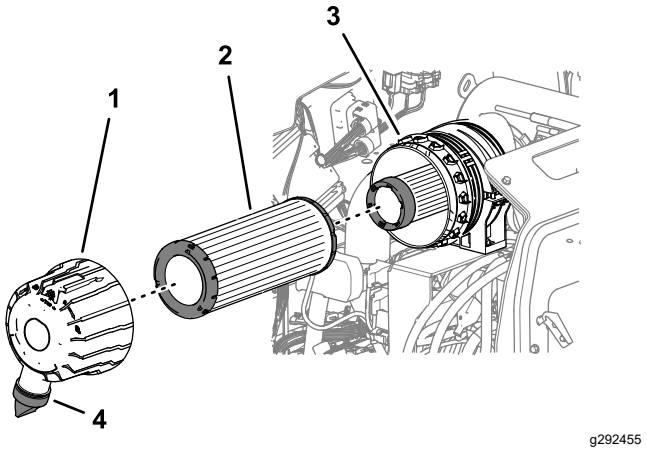

Figur 52
3. Fjern primærluftfilteret (Figur 52).